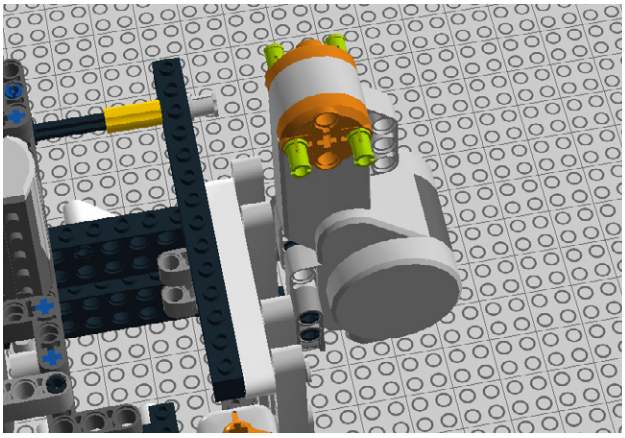

Figure 5-76. *Step 69: Placing some more pegs*
69. Add four pegs (see Figure 5-76).